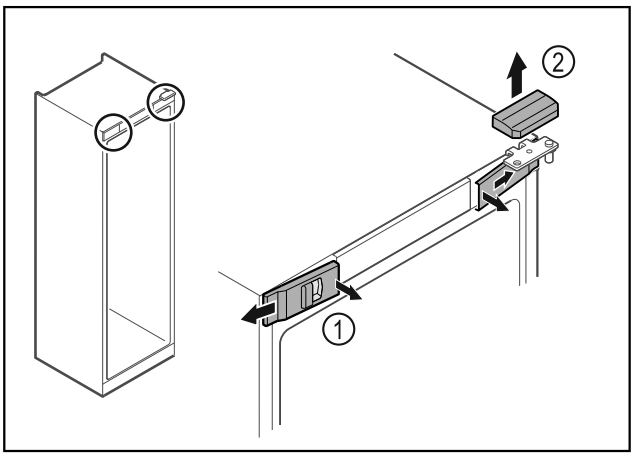

Fig. 5 *
▶ Unlatch the front covers *Fig. 5 (1)* on the inside and remove them sideways.*
▶ Lift off the upper cover *Fig. 5 (2)*.*